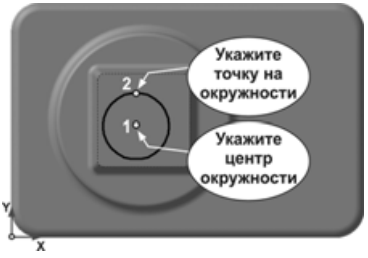

Рис. 2.84
- В ответ на запросы системы укажите приблизительное положение точки 1 центра окружности и точки 2 на окружности, как это показано на рис. 2.84.